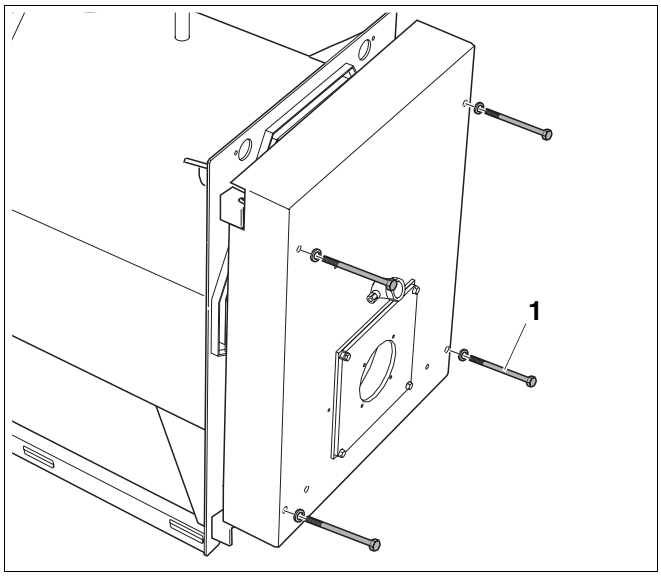
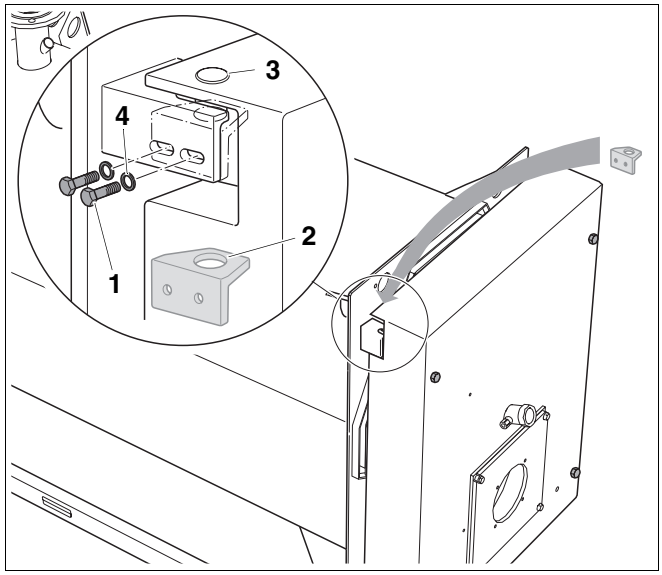

Рис. 8 Открывание дверцы горелки
Рис. 11 Замена шарнира
- Открутить 4 дверных болта (рис. 8, **поз. 1**) и открыть дверцу горелки.
- Надеть опорный уголок вверху (рис. 11, **поз. 2**) с противоположной стороны на ось шарнира (рис. 11, **поз. 3**) и закрепить к несущему уголку дверцы 2 болтами (рис. 11, **поз. 1**) с шайбами (рис. 11, **поз.** 4).
Опорный уголок (рис. 11, **поз. 2**) можно перемещать для регулировки в овальных отверстиях несущего уголка дверцы. При необходимости можно сместить верхний опорный уголок вперед, чтобы дверца могла легко открываться.
- Для этого нужно немного ослабить оба болта (рис. 11, **поз. 1**) опорного уголка и на несколько оборотов открутить болты дверцы (рис. 8, **поз. 1**). Под тяжестью двери опорный уголок передвинется вместе с ней вперед.